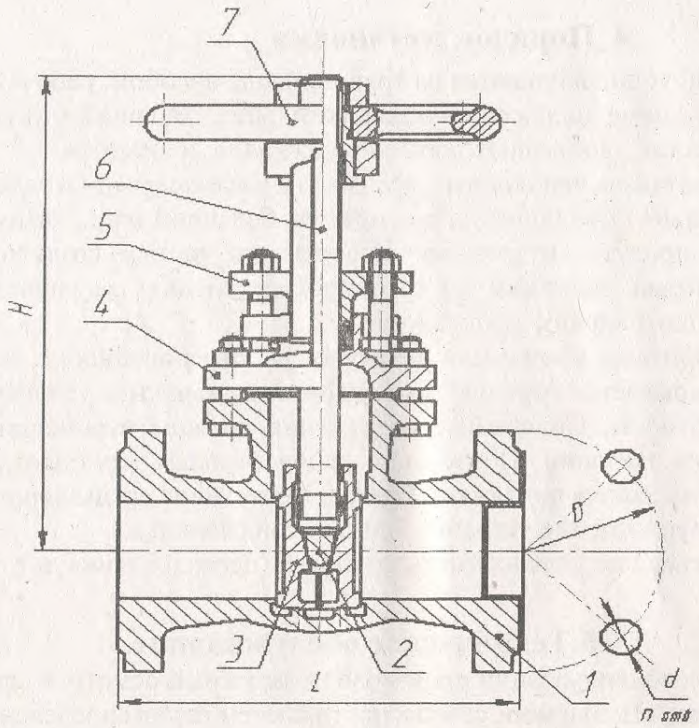

Рис.1
3.2.Основные габаритные и присоединительные размеры указаны на рис. 1.